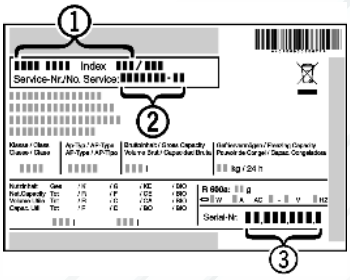

Fig. 4
▶ Наименование устройства *Fig. 4 (1)*, сервисный № *Fig. 4 (2)* и серийный № *Fig. 4 (3)* считайте с заводской таблички. Заводская табличка находится внутри устройства слева.
▶ Обратитесь в сервисную службу и сообщите вид неисправности, наименование устройства *Fig. 4 (1)*, сервисный № *Fig. 4 (2)* и серийный № *Fig. 4 (3)*.